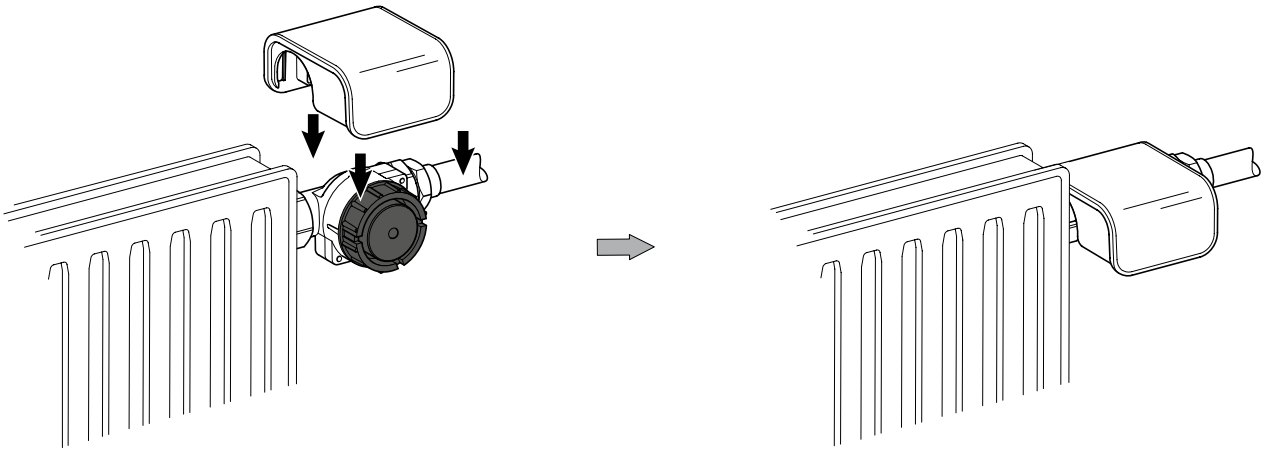

Fig. 18-1: Geniax Design Abdeckung S für Pumpe/Adapter Set Durchgang (Vorlaufadapter)
- Das Geniax Design Abdeckung S für Pumpe/Adapter Set Durchgang gemäß Fig. 18-1 auf den Vorlaufadapter aufstecken.